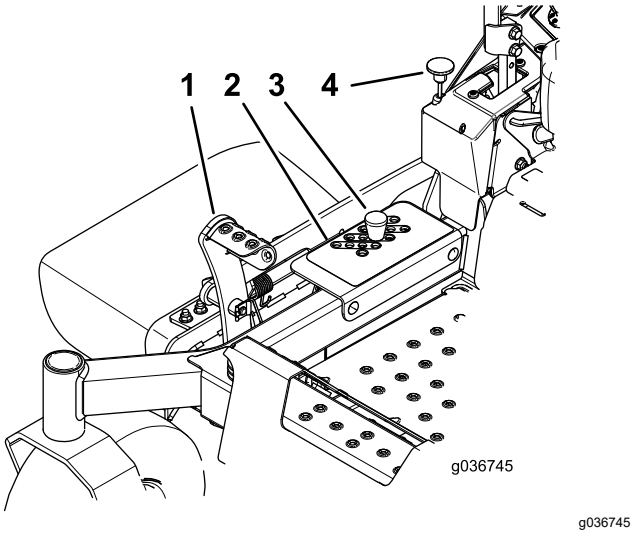

Figur 29
2. Tråkk på løftepedalen for klippeenheten for å heve denne til TRANSPORTSTILLINGEN (samme som klippehøydestilling 127 mm) som vist i Figur 29.
3. Fjern pinnen fra klippehøydebraketten (Figur 29).
4. Velg det hullet i klippehøydebraketten som svarer til ønsket klippehøyde, og sett inn pinnen (Figur 29).